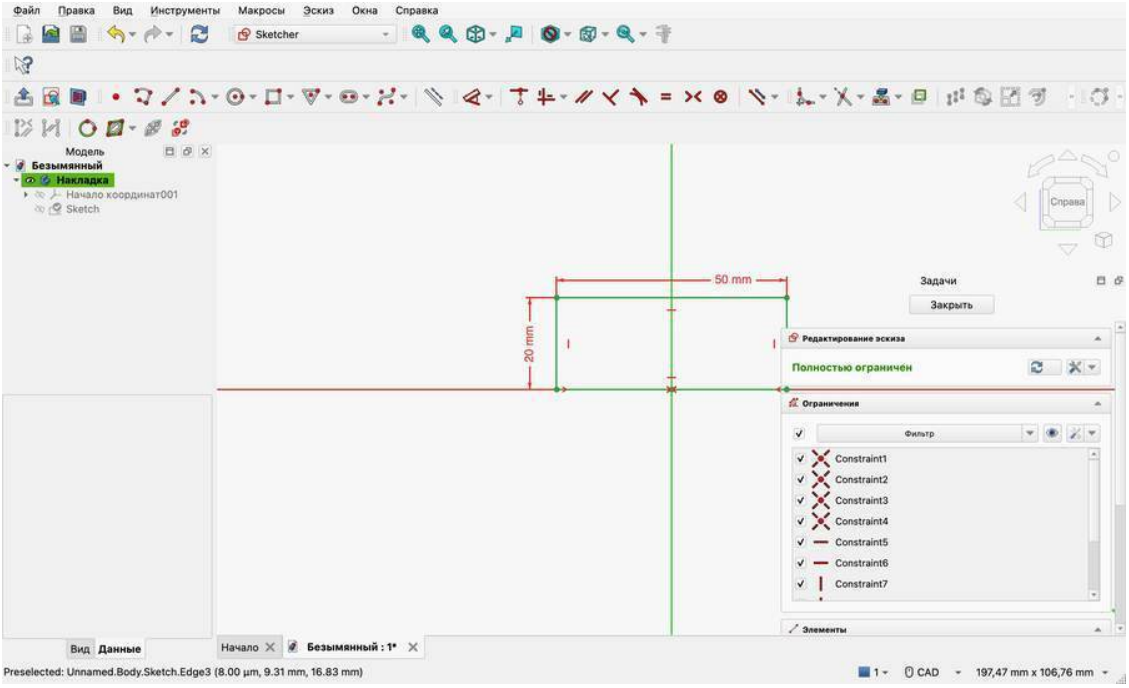

Рис. 6.2 — Контур накладки: нижняя сторона симметрична относительно начала координат
5. D — «Авторазмер»: верхняя сторона — 50, левая — 20. Esc. «Полностью ограничен» (рис. 6.2).